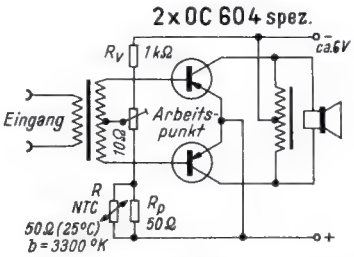
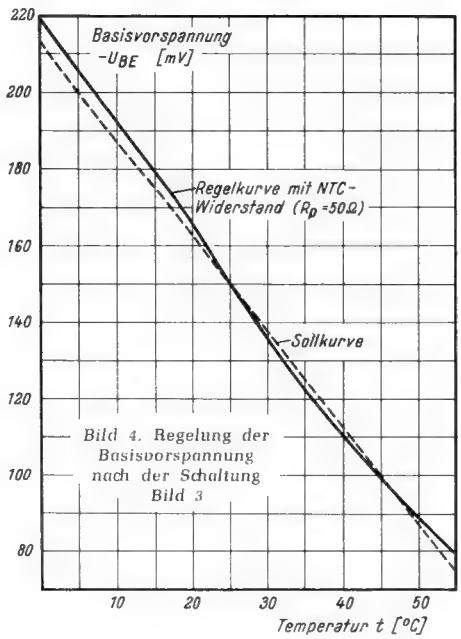

*Bild 3. Transistor-B-Endstufe mit NTC-Widerstand*
*Bild 4. Regelung der Basisvorspannung nach der Schaltung Bild 3*
Bei Germanium-Transistoren steigt der Kollektorstrom mit der Sperrschichttemperatur so stark an, daß die Transistoren bei Erhöhung der Umgebungstemperatur zerstört werden können. Um den Kollektorstrom konstant zu halten, muß man daher die negative Basisvorspannung $-U_{BE}$ um etwa 2...2,5 mV/° C erniedrigen (mit steigendem Kollektorstrom verringert sich dieser über einen weiten Temperaturbereich konstante Koeffizient etwas). Bei Transistor-Endstufen würde die bei Vorstufen oft angewandte Temperaturstabilisierung durch einen Emitterwiderstand zuviel Leistung und Verstärkung vernichten. Man regelt daher besser z. B. nach *Bild 3* die Basisvorspannung mit dem Spannungsteiler aus $R_V$ und dem NTC-Widerstand R parallel zu $R_p$. Für die Stabilisierung des Arbeitspunktes, d. h. des Ruhestromes, sollte der Teilerstrom etwa das Doppelte des Basisspitzenstromes bei Vollaussteuerung betragen. Da die Abstufung der lieferbaren Werte für die NTC-Widerstände sehr grob ist, kommen für die meisten Fälle nur ein bis zwei Werte in Betracht. Mit $R_p$ läßt sich eine Anpassung der Regelkurve des NTC-Widerstandes R an die Sollkurve für zwei Temperaturen durchführen. Wenn der Teilerstrom groß gegen den Basisstrom und $R_V \gg R\,R_p$ ist, ergibt sich näherungsweise:
Die Indizes $_1$ und $_2$ bezeichnen die zur Temperatur $T_1$ und $T_2$ gehörigen Werte. $R_1$ ist also der Widerstandswert für die Temperatur $T_1$. Meist kann man für $T_1$ = 25° C wählen, so daß dann der Wert $r_2$ direkt aus der Kurventafel abgelesen werden kann, die nach der Tabelle oben links gezeichnet wurde. Für eine Basisvorspannung $-U_{BE1}$ = 150 mV für $T_1$ = 25° C und einen Transistor-TK von 2,5 mV/° C ergibt sich für $T_2$ = 45° C, d. h. ein Temperaturunterschied von 20°, eine Erniedrigung der Basisvorspannung um 50 mV auf $-U_{BE2}$ = 100 mV. Nach Gleichung (7) errechnet sich für die Schaltung Bild 3 der Wert $R_p$ zu 47,6 Ω. Bei der genauen Festlegung des Arbeitspunktes, z. B. des Kollektorruhestromes $-I_c \leq 3$ mA, muß man die Streuungen der Einzelteile, die bei dieser Berechnung vernachlässigt wurden, noch berücksichtigen. Ohne Temperaturkompensation würde dieser Ruhestrom auf fast den 4fachen Wert von 25 bis 45° C ansteigen. *Bild 4* zeigt die Basisvorspannung in Abhängigkeit von der Temperatur mit $R_p$ = 50 Ω (gängiger Widerstandswert).